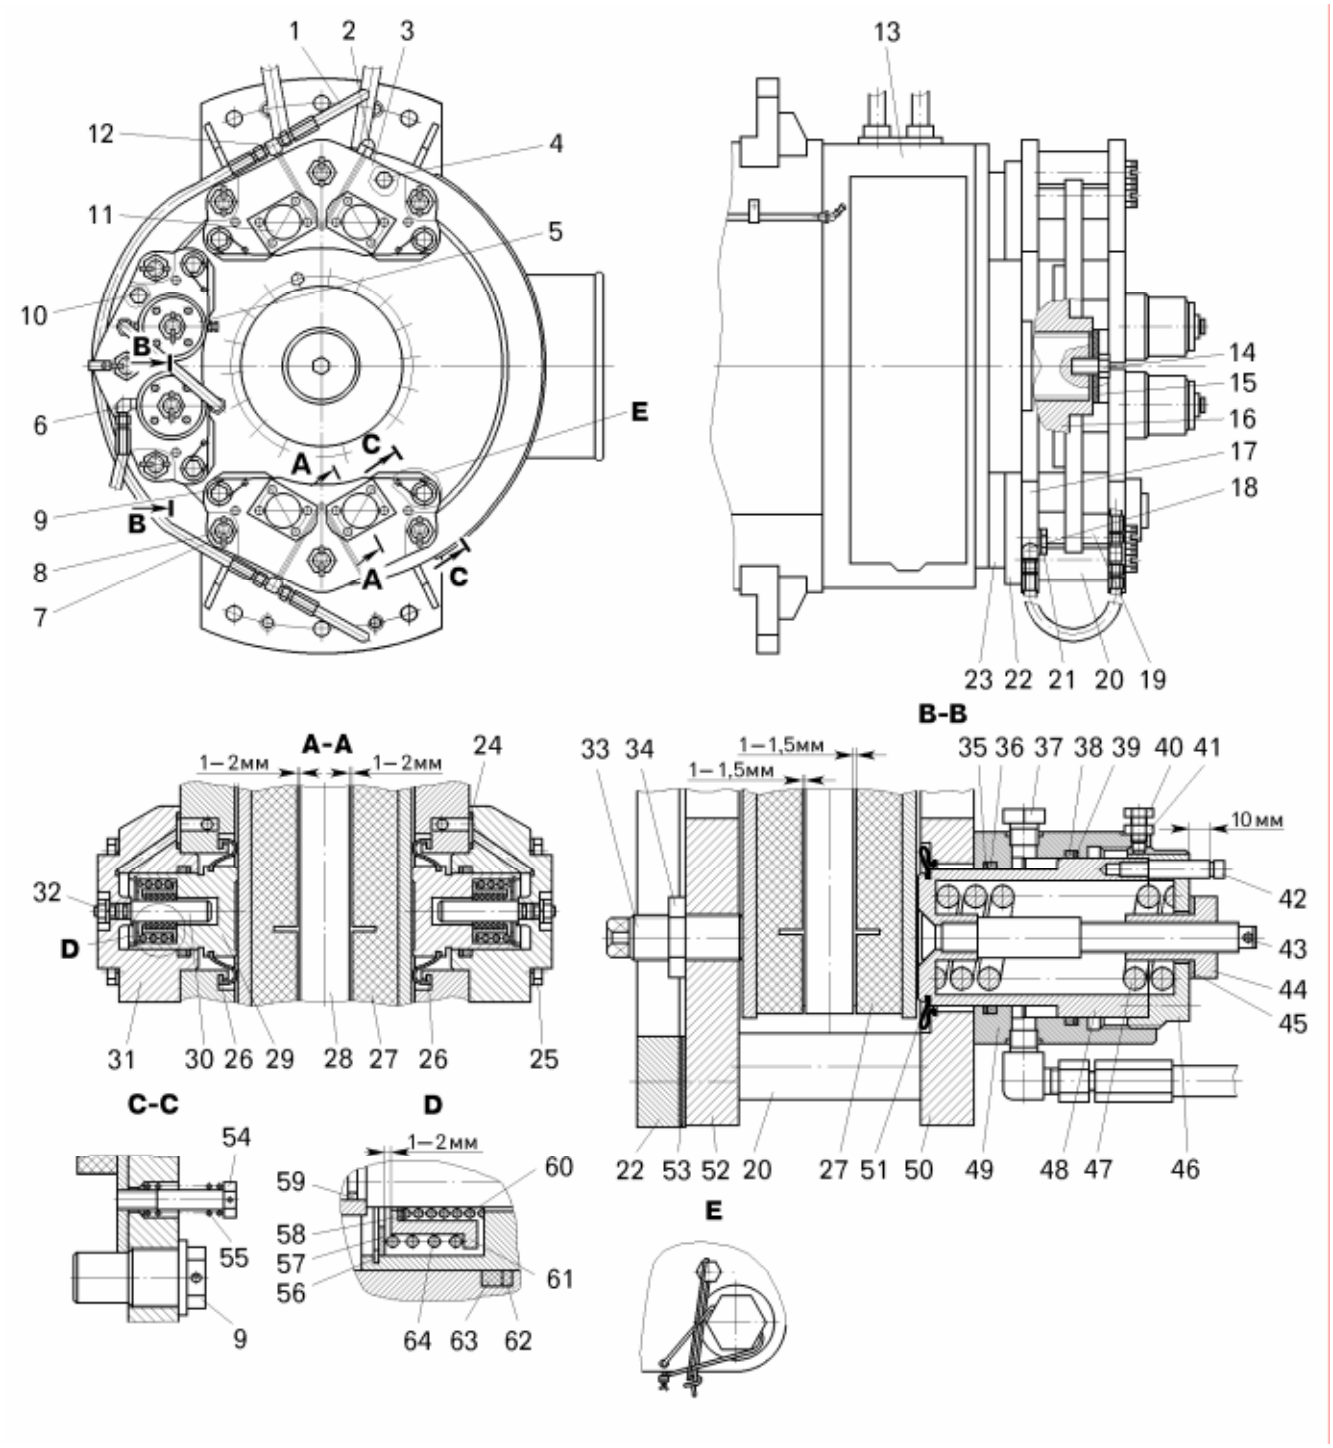

Рисунок 10.2 – Тормозные механизмы задних колес и стояночного тормоза:
На подшипниковом щите каждого тягового электродвигателя 13 (рисунок 10.2) смонтировано два рабочих тормоза через кронштейны 22 и 23. Рабочий тормоз состоит из двух щек 3 и 17, которые стянуты шпильками 8 через вставки 19 и опоры 20. К щекам крепятся восемь цилиндров 11 (по четыре с каждой стороны), внутри которых установлены поршни 29. Поршень по наружному диаметру уплотняется резиновым кольцом 63 с защитной шайбой 62, а муфта 26 защищает от попадания грязи на рабочую поверхность поршня. Цилиндры между собой соединены внутренними каналами для подвода рабочей жидкости под поршень.
– снять все рукава высокого давления 1 (рисунок 10.2);